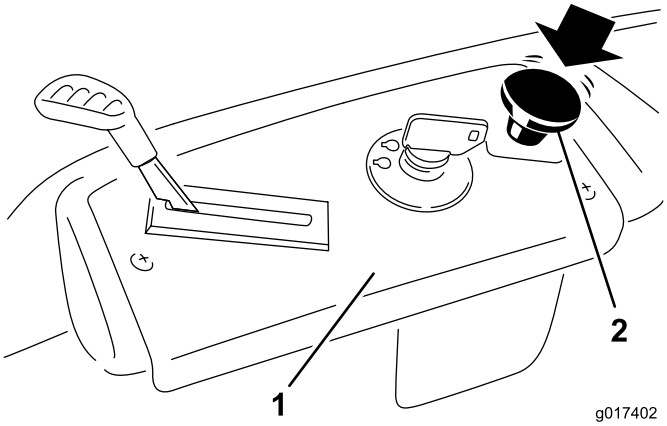

Figur 11
2. Udkobl skæreknivene ved at flytte kontakten til regulering af skæreknive til positionen Fra (Figur 11).